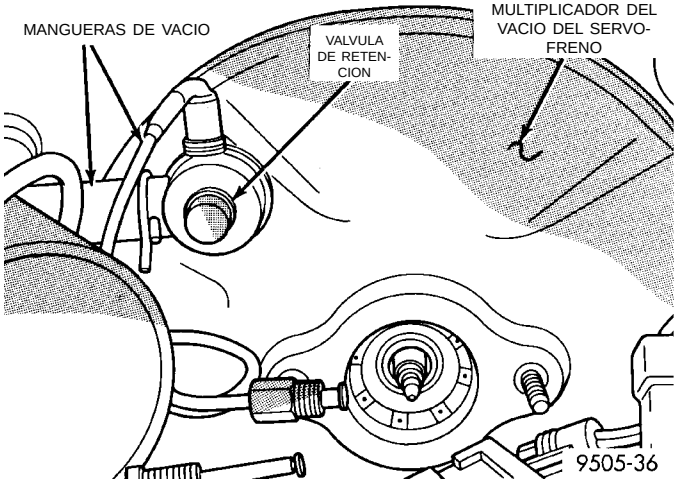
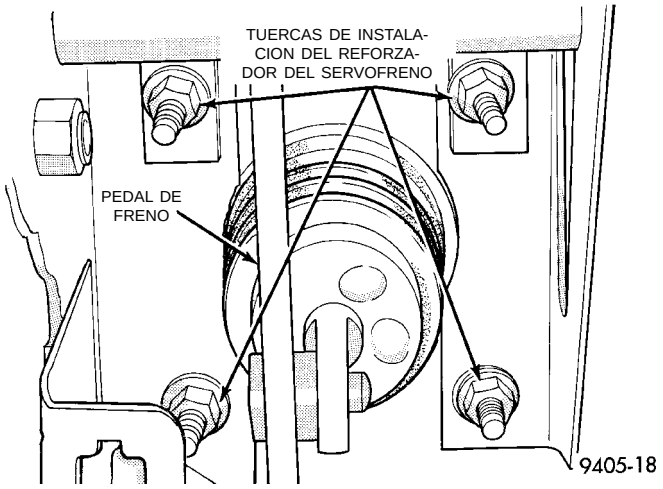

Fig. 117 Válvula de retención del reforzador del vacío del servofreno
Fig. 119 Instalación del reforzador del servofreno
(8) Desconecte las mangueras de vacío de la válvula de retención en el reforzador del vacío del servofreno (Fig. 117). **No retire la válvula de retención del reforzador del vacío del servofreno.**
(11) Retire las 4 tuercas que fijan el reforzador del vacío del servofreno al salpicadero (Fig. 119). Se puede acceder a las tuercas desde debajo del tablero de instrumentos, en la zona de la columna de dirección y el soporte del pedal de freno.
(1) Coloque el reforzador del servofreno sobre el salpicadero.
(2) Instale las 4 tuercas de instalación del reforzador del vacío del servofreno y apriételas con una torsión (Fig. 119) de 29 N·m (250 libras pulgada).
(3) Con una placa de lubricación, o un equivalente, revista la superficie del pasador del pedal de freno donde hace contacto con la varilla de entrada del reforzador del vacío del freno.
(4) Conecte la varilla de entrada del reforzador del vacío del servofreno al pasador del pedal de freno e instale un collarín de retención NUEVO. **Utilice únicamente un collarín de retención nuevo. NO UTILICE el collarín usado.**
(5) Conecte todas las mangueras de vacío retiradas anteriormente en la válvula de retención del reforzador del vacío del servofreno (Fig. 117).
(6) Si el vehículo tiene instalado el sistema ABS, instale la HCU. Para informarse sobre el procedimiento requerido, consulte Unidad hidráulica de control del sistema de frenos antibloqueo, en la sección Desmontaje e instalación del sistema de frenos antibloqueo, en este manual de servicio.